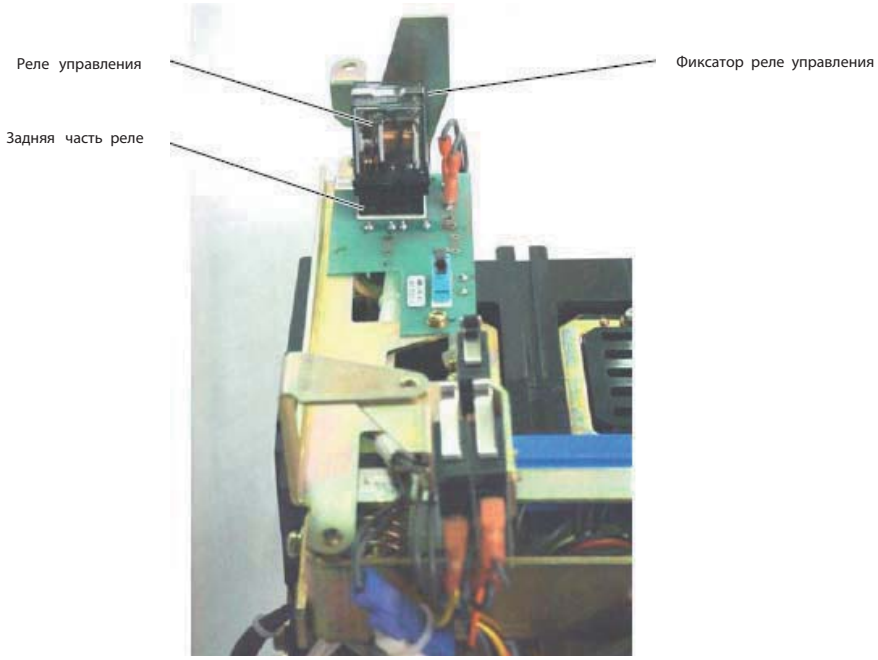

Рис. 79. Реле управления и связанные с ним части
9) Извлеките фиксатор реле, показанный на рис. 79, а затем снимите реле управления с основания.